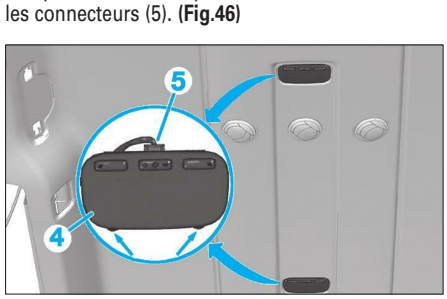

**Fig. 46**
• Déposer l'éclaireur plafonnier (4) et débrancher les connecteurs (5). **(Fig.46)**